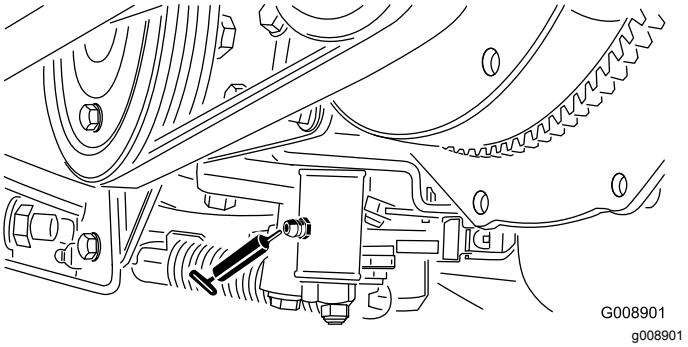

Figur 56
- Neutraljusteringsmekanismen (Figur 56)